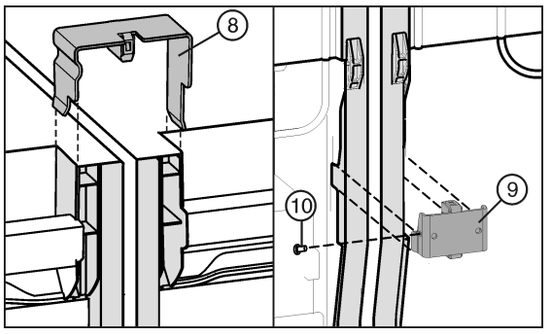

*Fig. 25*
▶ Coloque una abrazadera de unión *Fig. 25 (8)* en la parte superior de las paredes laterales intermedias.
▶ Introduzca una escuadra de unión *Fig. 25 (9)* en la escotadura adecuada de la parte inferior.
▶ Si la escuadra de unión está algo floja, monte un tornillo *Fig. 25 (10)*.